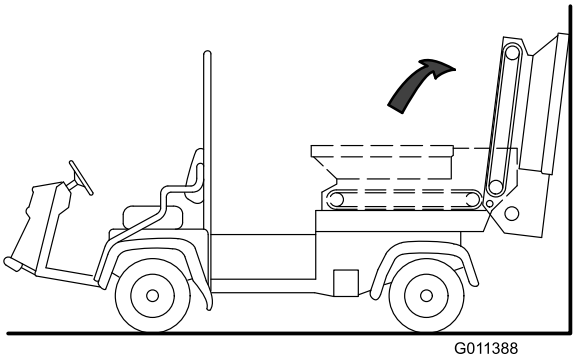

Figur 33
5. Sväng tråget bakåt och luta det mot t.ex. en vägg eller en stege. Låt inte tråget lutas mot maskinens bakre del eftersom det kan skada borsten eller hydraulkopplingarna (Figur 33).
Viktigt: Se till att du svänger tråget förbi mittpunkten och/eller fäster det vid en vägg eller stolpe så att det inte av misstag faller på arbetsytan (Figur 33).